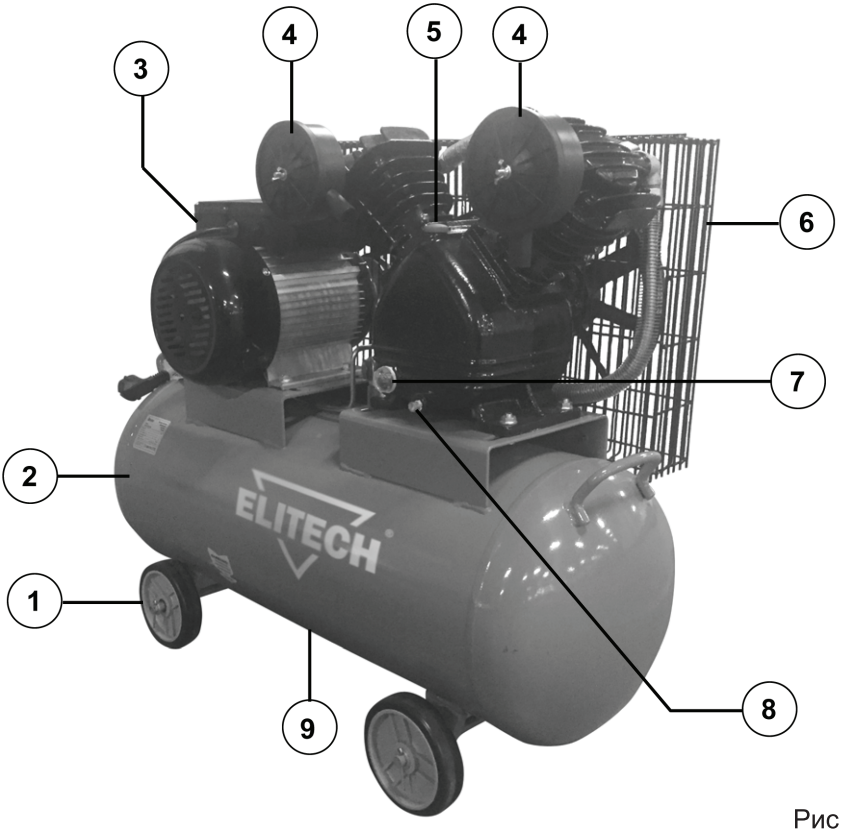
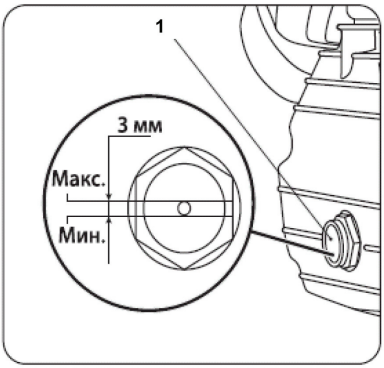

Рис. 1
Рис. 4
5. Компрессор поставляется заправленный компрессорным маслом. Проверьте уровень масла в картере, при необходимости долейте масло в картер. Снимите с маслозаливного отверстия пробку 5 (Рис. 1) и залейте масло до максимального уровня (до красной отметки) в смотровом окне 1 (Рис. 4).
2.Подставить под пробку маслосливного отверстия сборную емкость и открутить пробку маслосливного отверстия 8 (Рис. 1)